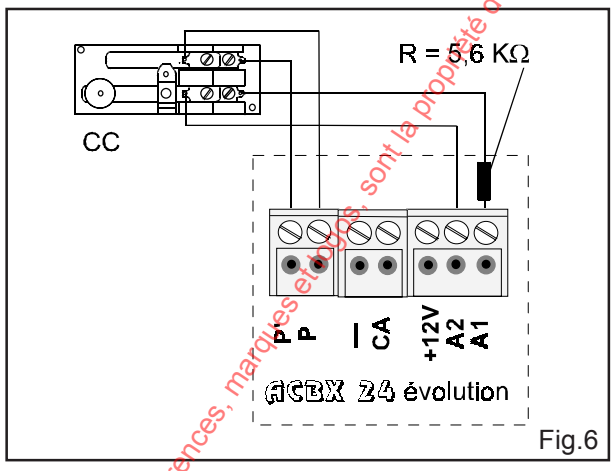

Fig.6
- Exemple de raccordement d'un contact de choc CC (code 10102) fig.6.